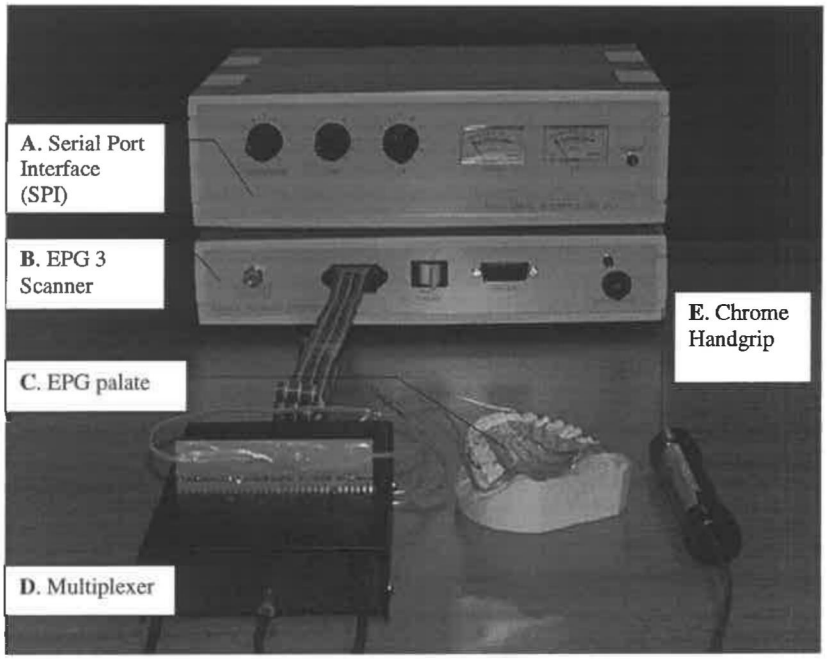

Figure 1 WinEPG hardware
The EPG palate (Figure 1**C**) comprises an acrylic palate fitted with 62 silver contacts wired to a multiplexer input connector. EPG palates must be manufactured to fit each individual client. See section 5 for EPG palate manufacturer address.
The EPG palate plugs into the connector slot on the multiplexer (Figure 1**D**), which is suspended from a cord around the client's neck. The client should hold the chrome handgrip (Figure 1**E**), which plugs into the side of the multiplexer box to complete the contact circuit. The purpose of the multiplexer is to reduce the 62 EPG palate contacts down to an 8-wire cable connection to the EPG3 scanner unit input.
8. Plug an EPG palate into the multiplexer (Figure 1**D**).